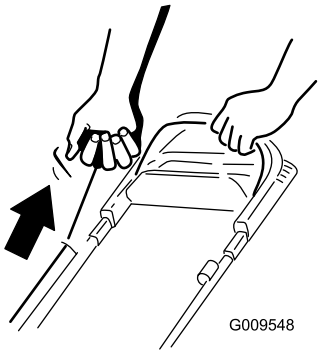

Figuur 18
2. Trek aan de handgreep van het startkoord (Figuur 18)
Opmerking: Trek de starthandgreep langzaam uit totdat u weerstand voelt, daarna krachtig uittrekken (Figuur 18). Laat het koord langzaam terugkeren.